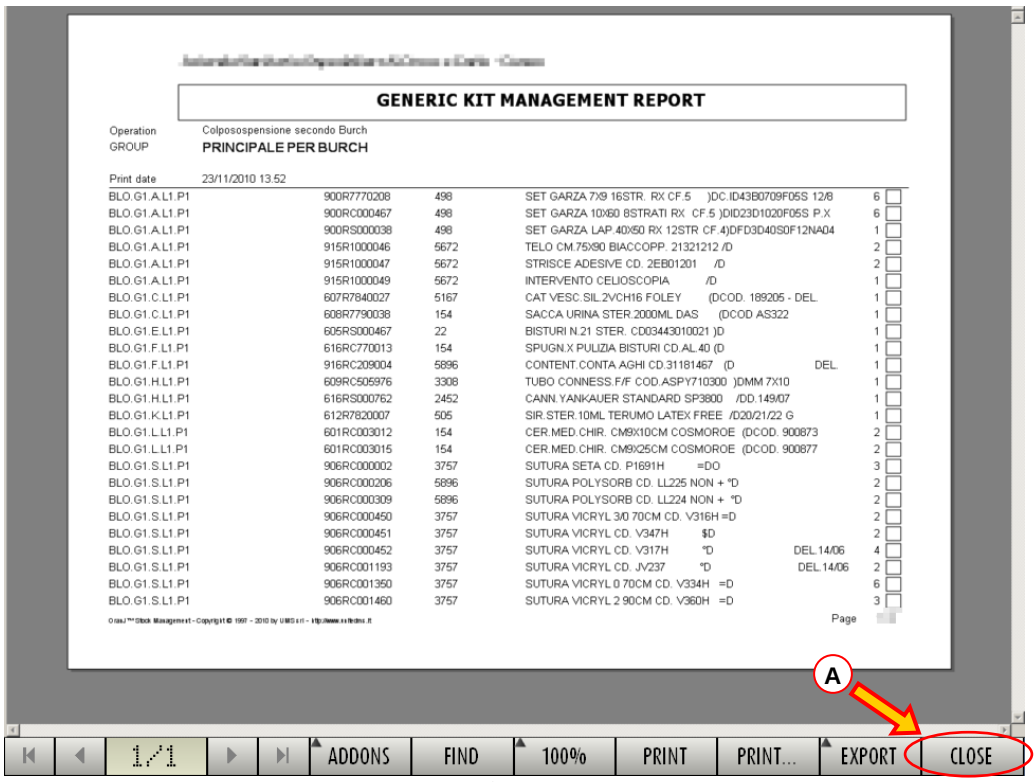

Fig 233
A print report is generated, containing the list of resources that are part of the kit. A print preview is displayed (Fig 233).
- Close the print preview (Fig 233 **A**).